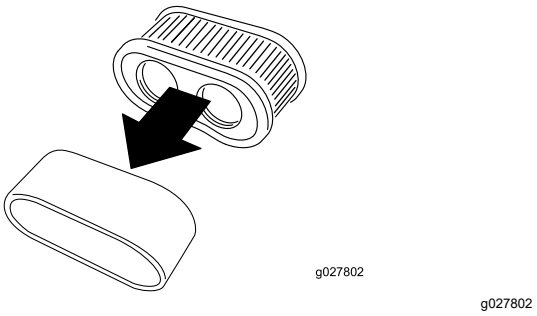

Figuur 37
5. Scheid het schuim- en papierelement (Figuur 37).